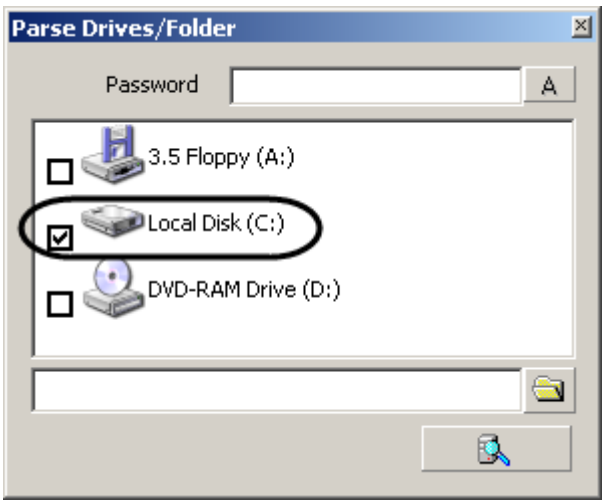

Figure 12.2-10 Selecting the location of the archive
4. Select the location of the archive (folder with archives for specific date and time) on an appropriate disk (Figure 12.2-10).